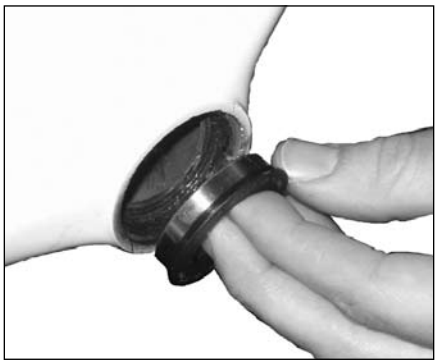

Figure 12. Pressing the bearing into the frame with the shield on the outside
2. With the plastic bearing shield facing out, press one bearing into the drive side of the bottom bracket shell (Figure 12).